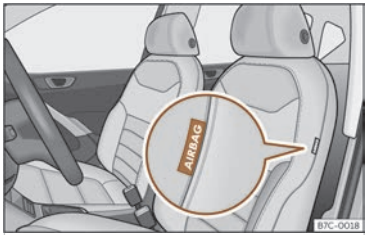
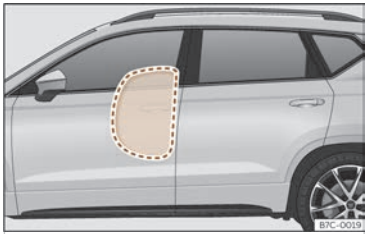

Abb. 26 Seitenairbag im Fahrersitz
Abb. 27 Komplett aufgeblasener Seitenairbag auf der linken Fahrzeugseite.
Die Seitenairbags befinden sich in den Vordersitzlehnen ››› **(Abb. 26)** , ››› **(Abb. 27)**.
- **Stellen Sie sicher, dass Kinder richtig in ihren Sitzen sitzen und ihren Kopf nicht in den Entfaltungsbereich der Seitenairbags halten ››› (Abb. 27), da sie beim Auslösen der Airbags von diesen getroffen werden und schwere Verletzungen erleiden könnten.**